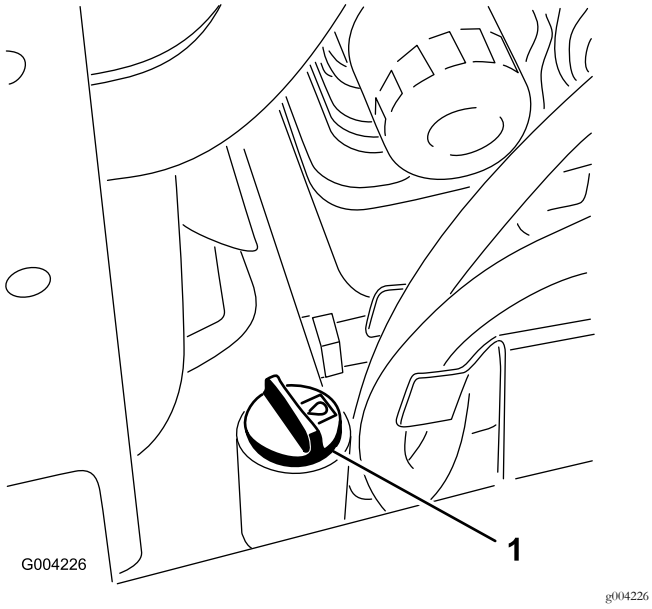

Figur 18
5. Gör rent omkring påfyllningsröret och hydraultanklocket (Figur 18).